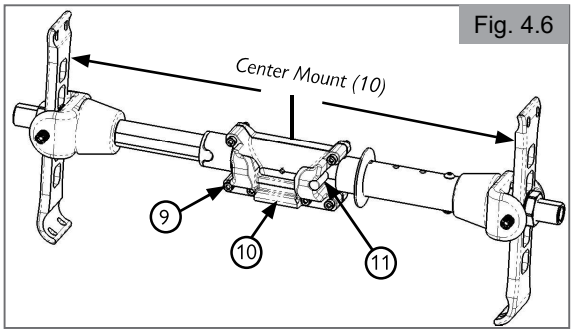
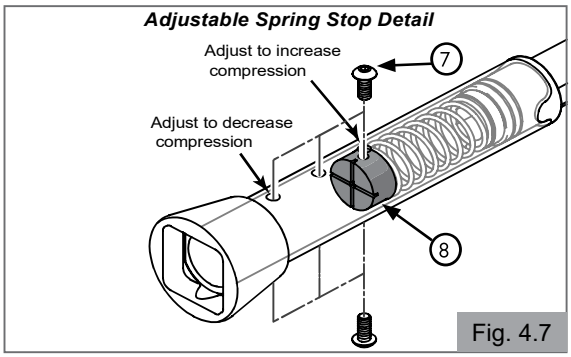

Fig. 4.6
Fig. 4.7
For Folding Frame wheelchairs (Fig. 4.2 - Fig. 4.7)
3. Centering the receiving mount and hardware onto wheelchair (Fig. 4.6):
a. Loosen the hardware (9) with 4mm allen wrench so the mount (10) can be positioned correctly.
c. Rotate the mount until level bubble (11) is centered when weight is added on the chair. Note: Weight in the chair causes the mount to tilt back slightly.
d. Tighten all six fasteners (9) to 7.8 Nm.
a. Ensure the Power Assist Module is already removed from the Folding Axle Assembly (1).
b. Grab the Folding Axle Assembly (1) and compress the larger tube toward the smaller tube until the Axle Adapter Receiver (1) is free of the Folding Axle Adapter (3).
c. Pull the Folding Axle Assembly (1) toward the rear of the chair.
5. Removing the Folding Axle Adapter and hardware from Folding Axle Assembly (1):
a. Remove hardware (2).
b. Remove Folding Axle Adapters (3) and hardware (2) from Axle Plates (4).
6. Adjusting Folding Axle Spring Force (Fig. 4.7):
a. Remove both screws (7) using 3mm allen wrench. Use screwdriver to keep Spring Stop (8) from falling out.
b. To increase spring force move Spring Stop (8) to new hole location closer to center of assembly. Use screwdriver to align Spring Stop (8) with hardware (7).
c. Attach both screws (7) to properly hold Spring Stop (8).
d. Attach Folding Axle Assembly (1) onto chair to check spring force. Adjust as necessary.